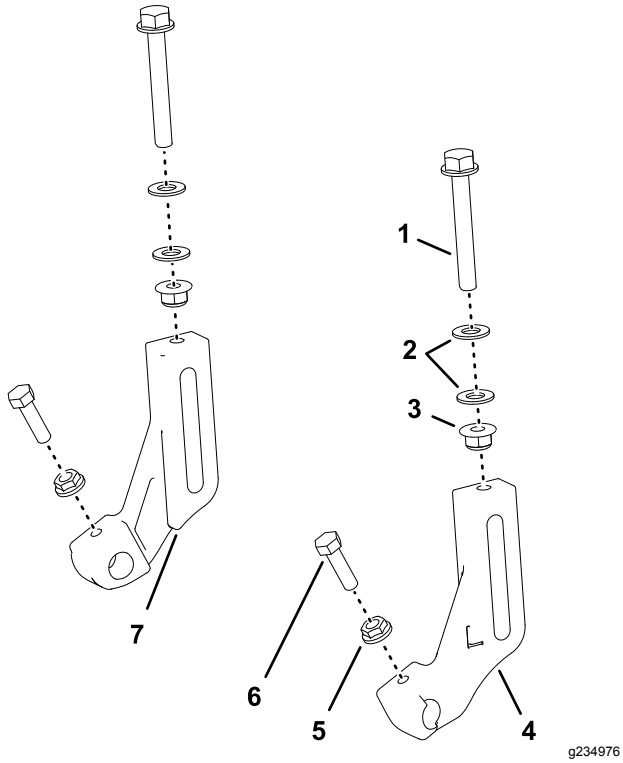

Figura 5
1. Montate le due viti dell’altezza di taglio (3/8” x 2-3/4”), 4 rondelle (5/16“) e 2 dadi flangiati (3/8”); fate riferimento a Figura 5.
2. Avvitate senza serrare la vite dell’altezza di taglio nelle staffe dell’altezza di taglio superiore sinistra e destra (Figura 5).
3. Montate senza serrare un bullone (5/16” x 1-1/8”) e un dado flangiato dentato (5/16”) su ciascun supporto rullo delle staffe dell’altezza di taglio superiore (Figura 5).